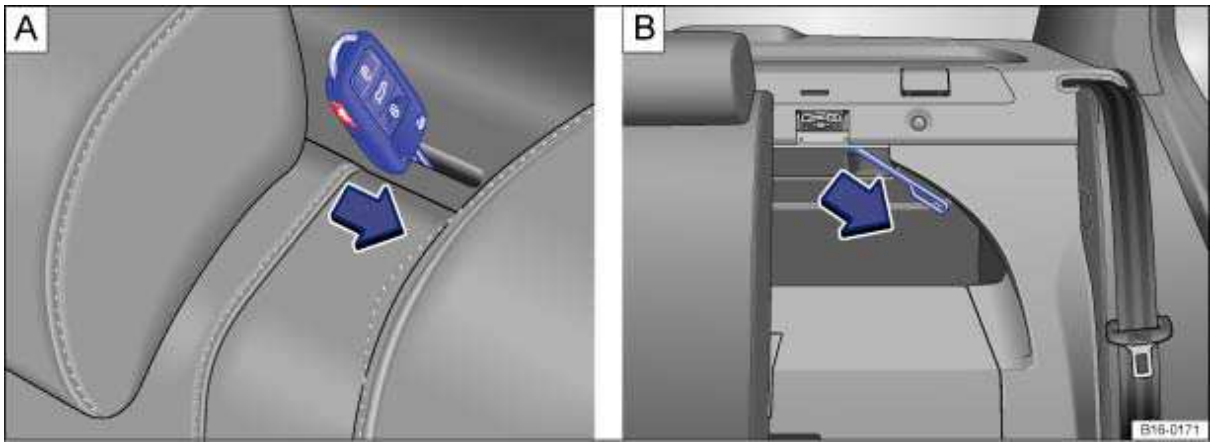

Fig. 151 Behind the rear seat backrest: Release of the rear seat back.
- To release the rear seat backrest, insert the vehicle key into the slot in the shelf behind the rear seat backrest ⇒ fig. 151 **A** and push in the direction of the arrow.